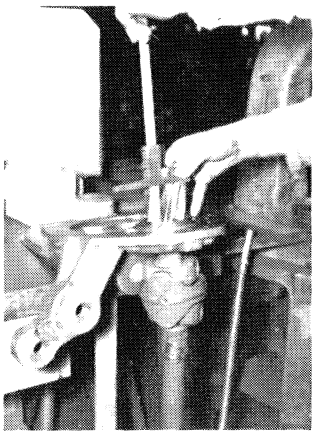

Figure E31
2. Next measure from the upper edge of gear teeth on half-shaft to the upper face of final drive carrier which, for example, we will say is 70,5mm, (fig. E31).